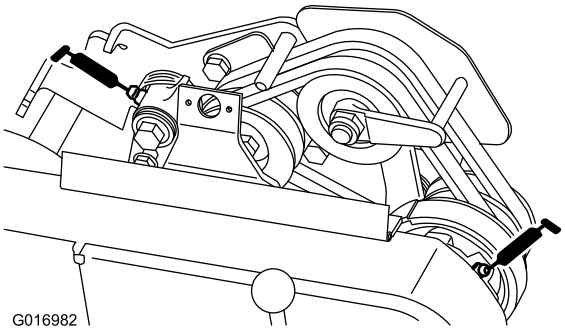

Figur 20
- Två på mellanremskivorna (Figur 20).